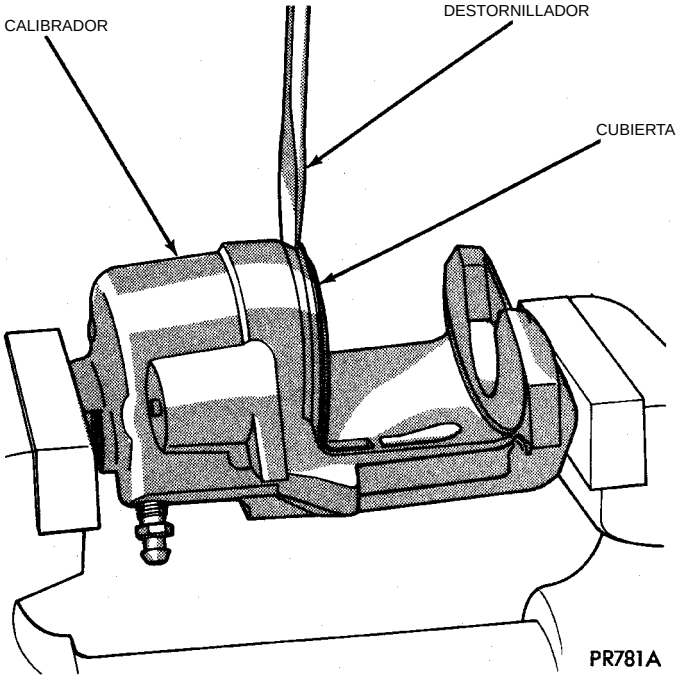

Fig. 175 Desmontaje del calibrador/cubierta guardapolvo del pistón
(5) Para desmontar el calibrador, instale una mordaza equipada con mandíbulas protectoras.
(6) Retire las camisas y los casquillos de los pasadores de guía. Consulte Desmontaje de casquillos de pasadores de guía en la sección de desensamblaje del calibrador de este manual.
(7) Retire la cubierta guardapolvo del pistón del calibrador y deséchela (Fig. 175).